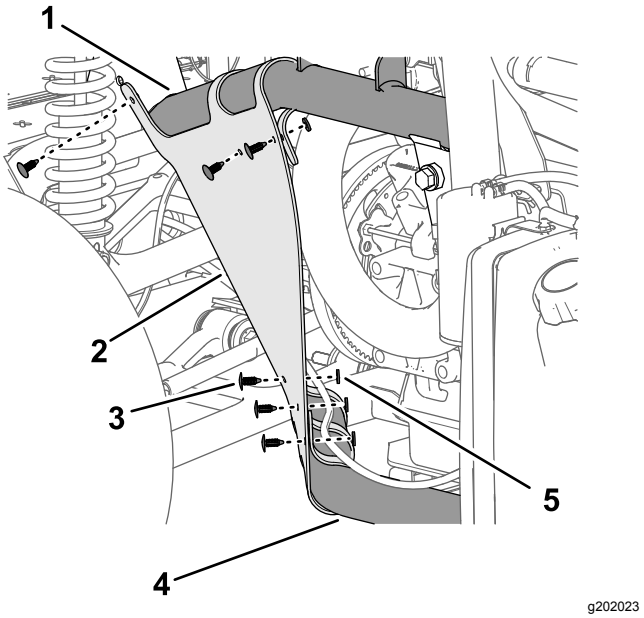

Figur 216
2. Fest det indre skjermdekslet til rammerørene med de seks skyvefestene (Figur 216).
3. Innrett hullene i skjermen med hullene i maskinrammen, som vist i Figur 216.